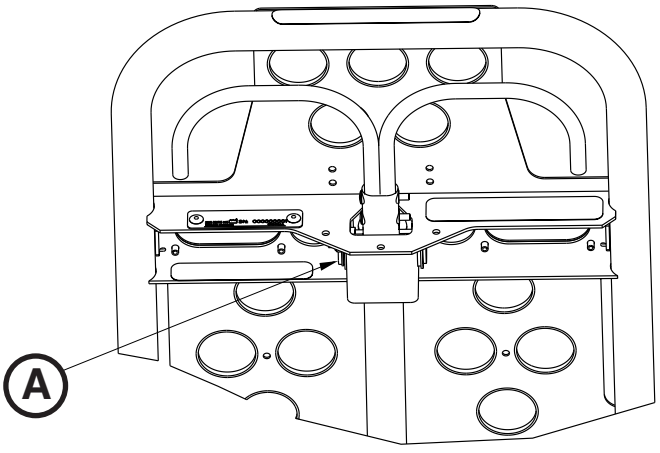

rys. 74
2. Za pomocą klucza imbusowego 3/32 cala poluzować śrubę ustalającą (A), mocującą trzon siłownika pneumatycznego do jarzma (rys. 74).